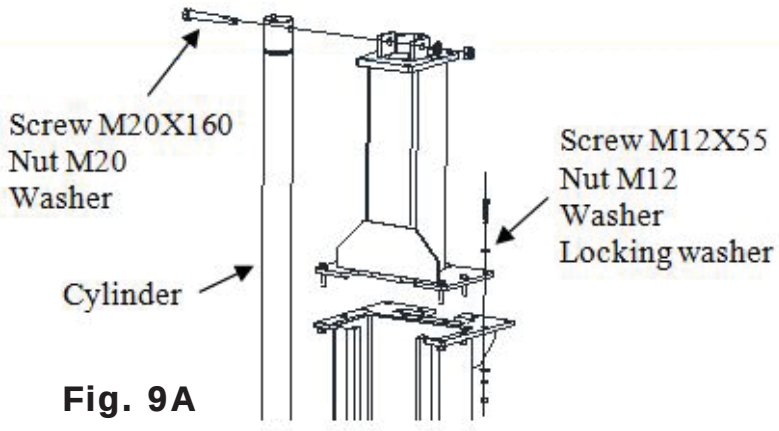

Fig. 9A
- Align the holes between the column and the extension with screws and the washers as shown in the figure 9A;
- Install the cylinder as shown in the figure 9A.